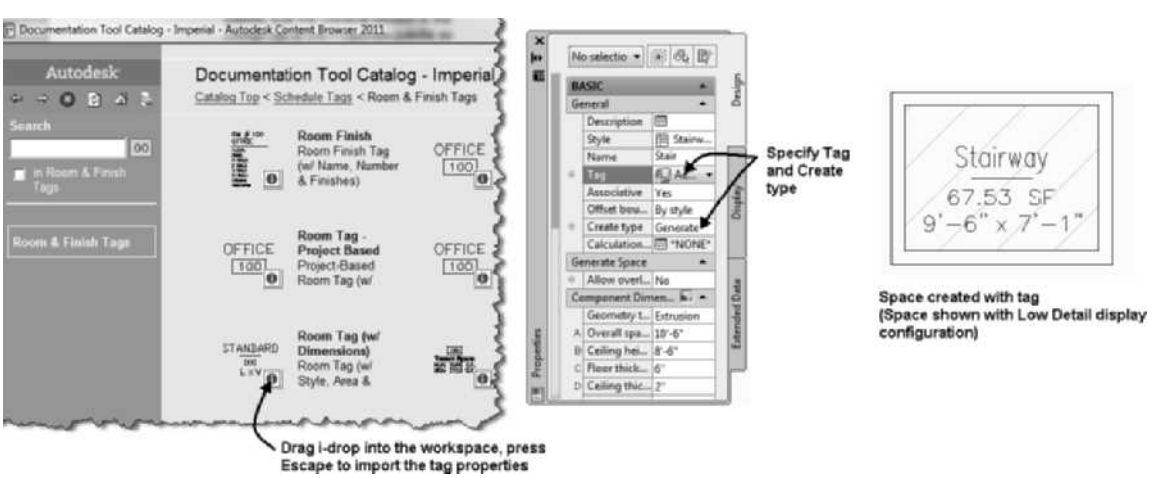

FIGURE 4.6 *Importing tags for Space Generate*
3. Click and drag the i-drop for a tag—for example, Room Tag (w/Dimensions)—into the workspace; you will be prompted to select a space. Press ESC to end the command and import the property into the drawing. The **Room Tag (w/Dimensions)** tool imports the Aec8_Space_Tag [M_Aec8_Space_Tag] multi-view block as shown in Figure 4.6.
5. Click inside a room defined by walls to specify the space. Space is created and tagged as shown in Figure 4.6.